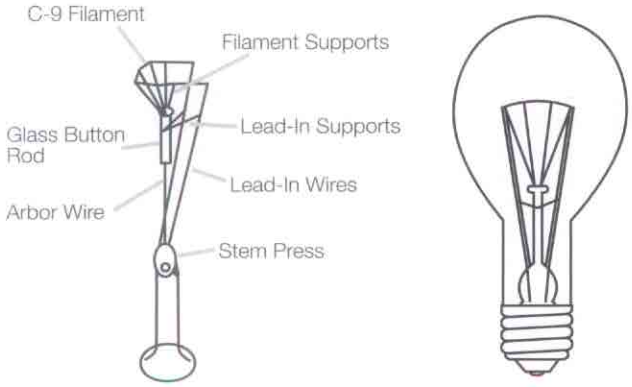

Figure 10. Typical Vibration Service Lamp
- *Vibration Service* lamps are intended for applications subject to "low amplitude/high frequency" vibrations like those produced by high-speed machinery or in subway stations. Standard coiled-coil tungsten filaments, used for general service incandescent lamps, have a crystal structure that resists sagging but breaks easily when continuously shaken. Vibration lamp filament wire is made with a specially blended tungsten, which is flexible, sags and will not break when subject to vibration. Since the wire is allowed to sag, more supports are necessary (Figure 10). With these extra supports, heat losses increase, so efficacy decreases. Horizontal burning is not recommended, since the coil segments are likely to sag together which then results in poor lamp life.